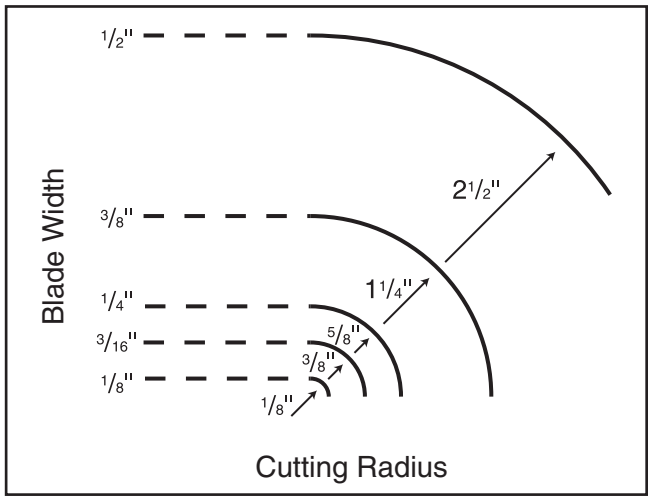

Figure 62. Blade width radii.
- ***Curve Cutting:*** Use the chart in **Figure 62** to determine the correct blade for curve cutting. Determine the smallest radius curve that will be cut on your workpiece and use the corresponding blade width.